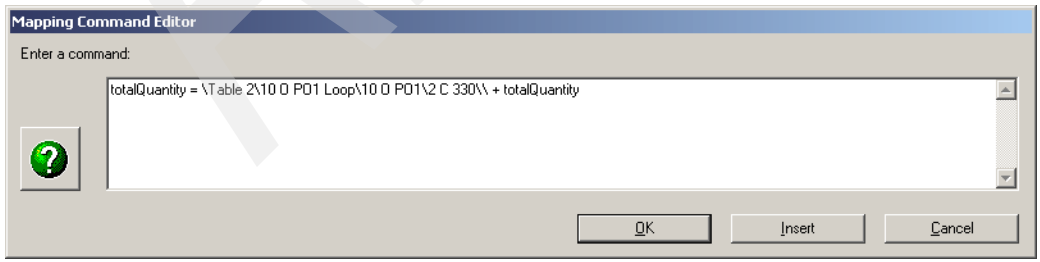

Figure 18-32 Mapping expression
9. Finally end the mapping command by appending `+ totalQuantity` to the end of the command. The Mapping Command Editor resembles Figure 18-32.